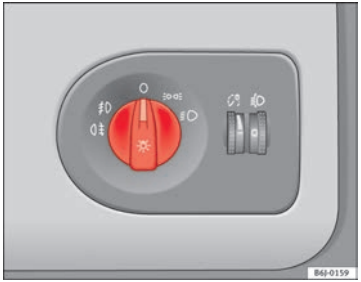

Fig. 53 Detailed view of the dash panel: lights, fog lights and rear fog light switch
– Turn the light switch ⇒ Fig. 53 to position ≋.